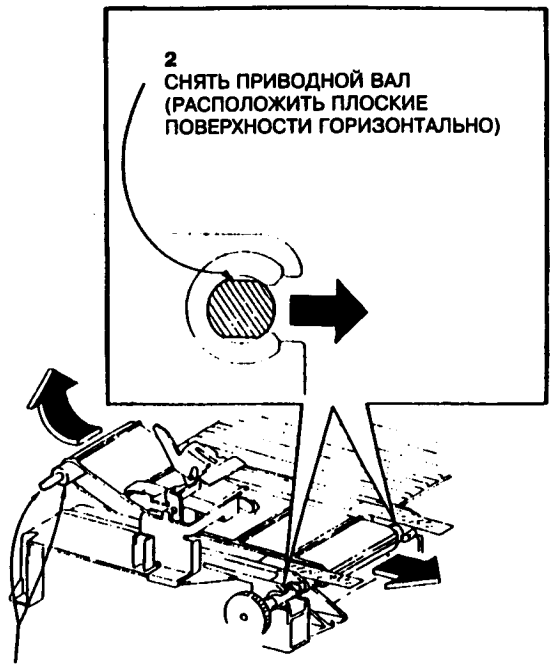

Рис.3 Снятие ремня и приводного вала
5. Снять ремень и приводной вал транспортера (рис.3).